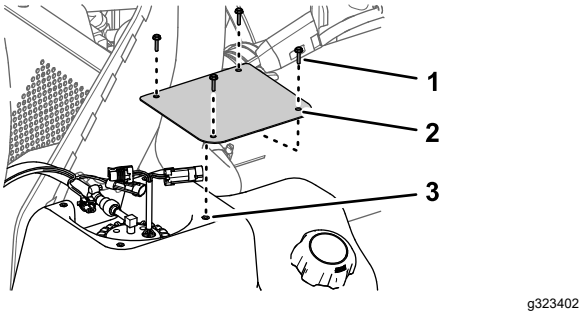

**Figur 89**
1. Montera kåpan på tanken (Figur 89) med de fyra skruvar (nr 10 x ¾ tum) som du tog bort i steg 2 i Ta bort bränslepumpens kåpa (sida 61).